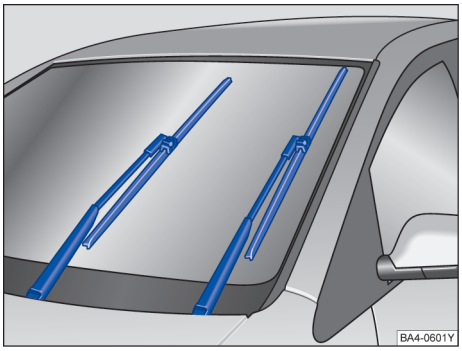

图 186 处于保养位置的刮水片
– 将风窗玻璃刮水器拨杆向下拨至点动刮水位置。使刮水器处于保养位置→ 图 186。